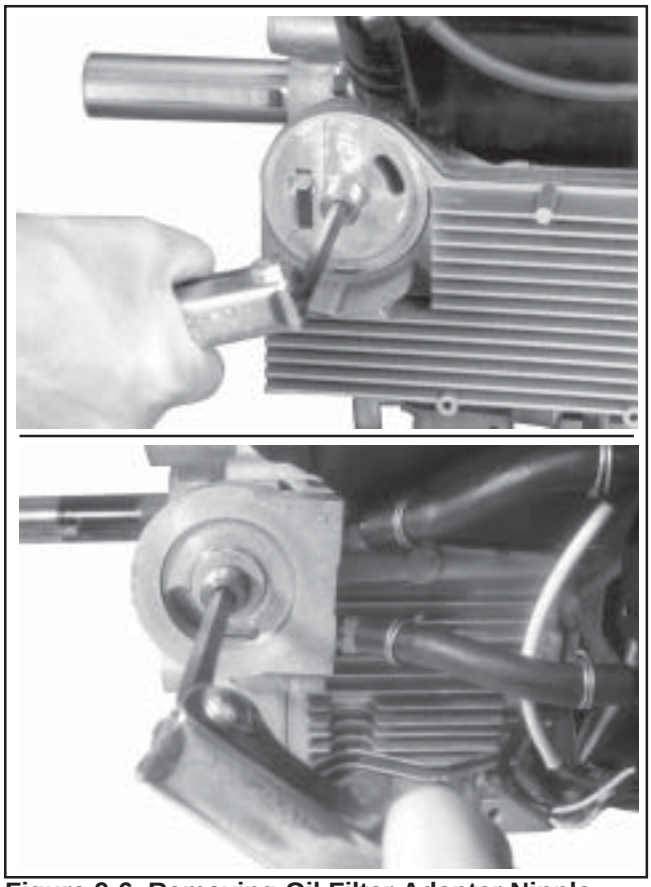

Figure 9-6. Removing Oil Filter Adapter Nipple.
4. An oil cooler is standard equipment on some models and an option on others. It may be a cast aluminum housing, part of the oil filter adapter, or attached to the blower housing, separated from the oil filter adapter. If so equipped, remove the adapter and the cooler. See Figures 9-6 and 9-7.